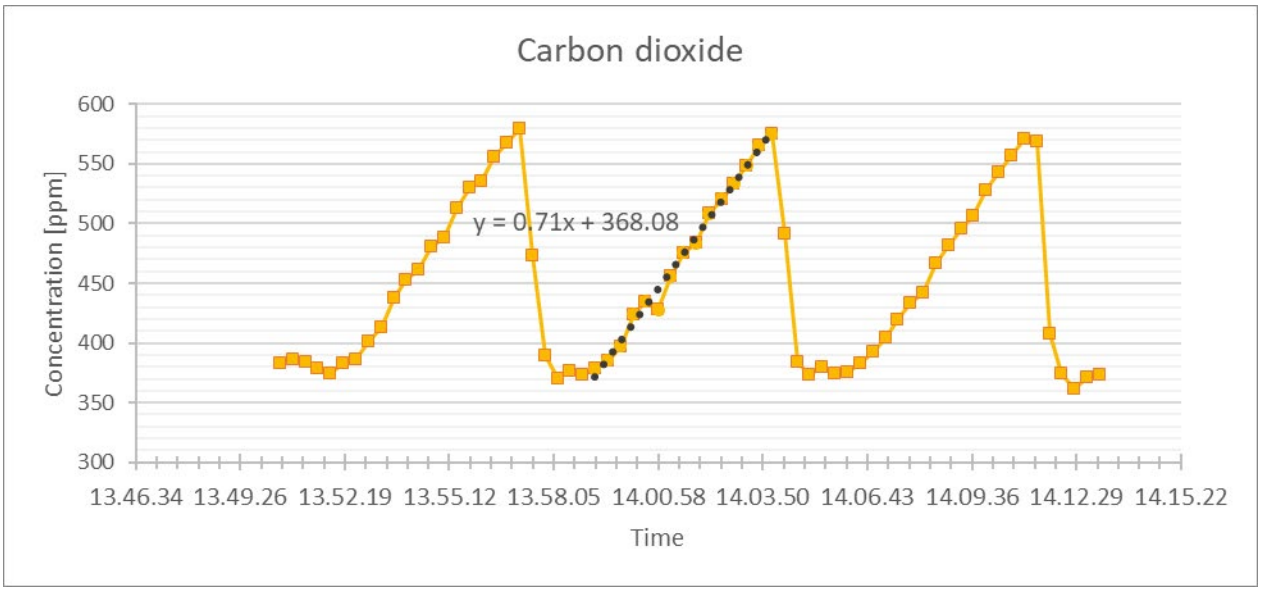

*Figure 2. $Co_2$ soil flux data with a linear regression fitted to CO2 concentration*
*$V$ - volume of the vessel including cell, sample lines and any headspace (L) = 3.65 L*
*$T$ - air temperature (K) = 273.15 + 16 = 289.15 K*
5. The slope of the regression shown in figure 2.